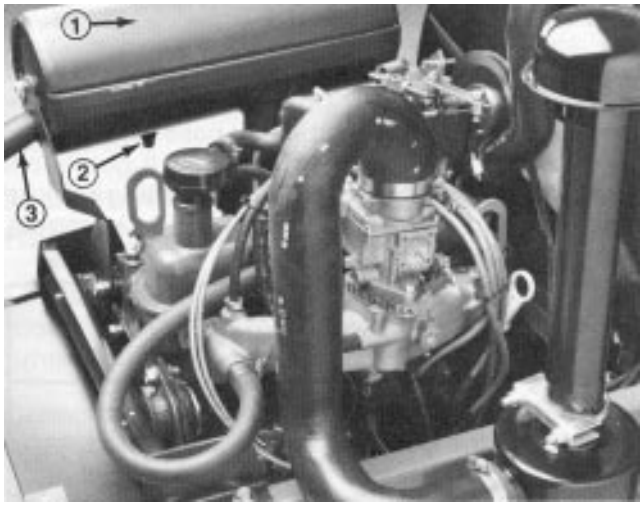

Figure 40
2. Remove pipe plug from clean−out port at lower side of muffler (Fig. 40).